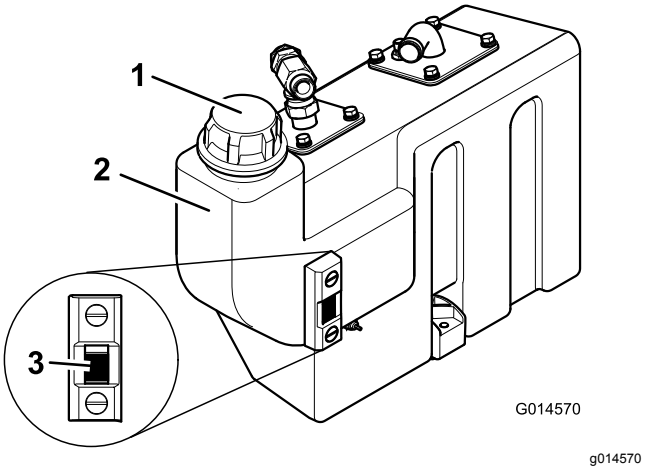

**Figuur 23**
3. Als u de hydraulische vloeistof moet bijvullen, maak dan schoon rond de dop van de hydraulische tank (Figuur 23).